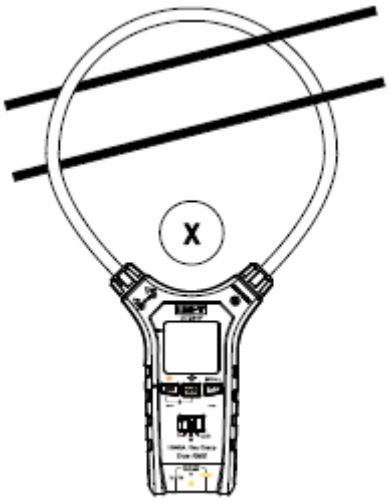

Figure 4.3
3) The Meter can only measure one current conductor at a time. If two or more current conductors are measured simultaneously, the reading will be incorrect. (See Figure 4.3)